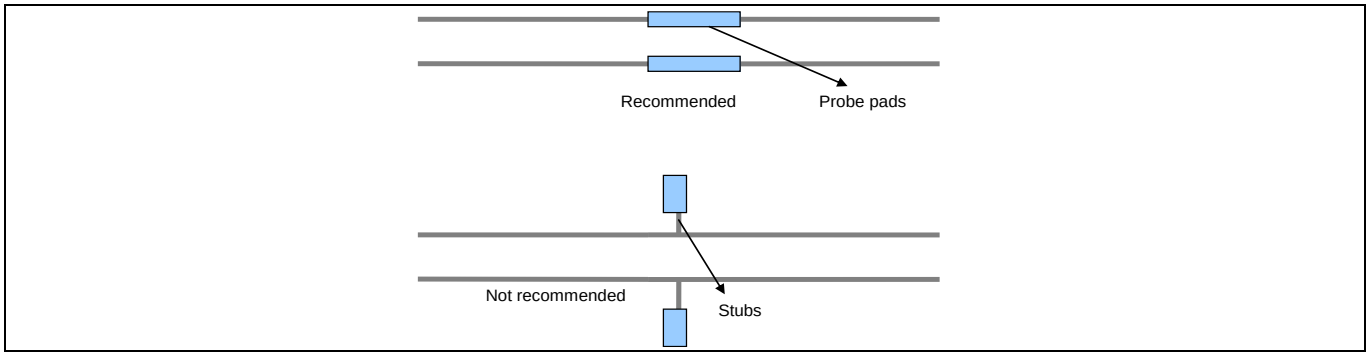

Figure 23 Probing pads placement
- Avoid stubs on all high-speed lines. If pads are needed on the lines for probing purposes, they should not extend out of the trace in the form of a stub. See Figure 23